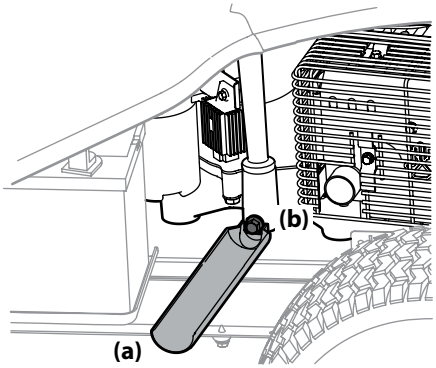

Figura 4-1
4. Encaje a presión el extremo pequeño del manguito de drenaje de aceite (a) en el espacio previsto alrededor del tapón de drenaje de aceite (b). Consulte la Figura 4-1.